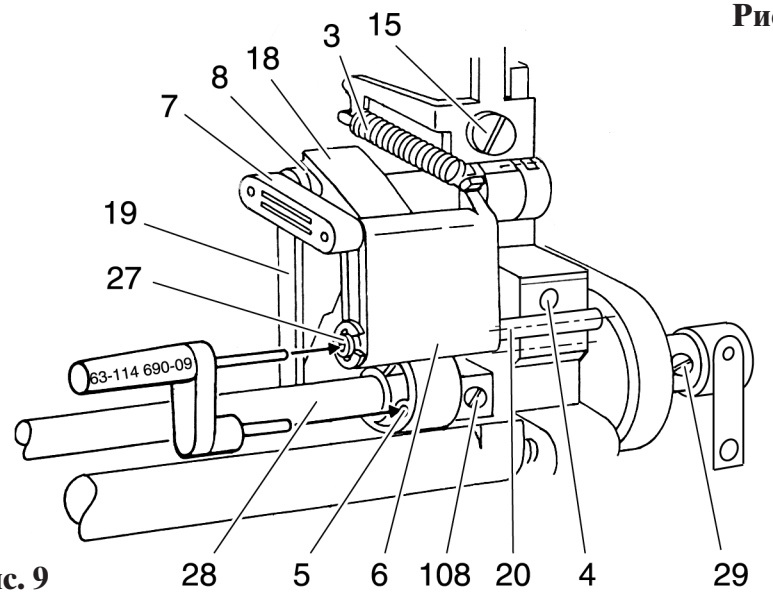

Рис. 9
Если стержень иглодержателя поднялся на 2 мм из крайнего нижнего положения, то два штифта установочного шаблона 63-113 690-09 могут быть одновременно введены в отверстия эксцентрика и пальца (рис. 9).
- Удерживая маховое колесо в этом положении, вставьте установочный шаблон в отверстия эксцентрика 5 и пальца 27 (рис. 9).
- Поверните длинный приводной вал 28 в нормальном направлении, чтобы установочный шаблон вошел в оба отверстия (рис. 9).